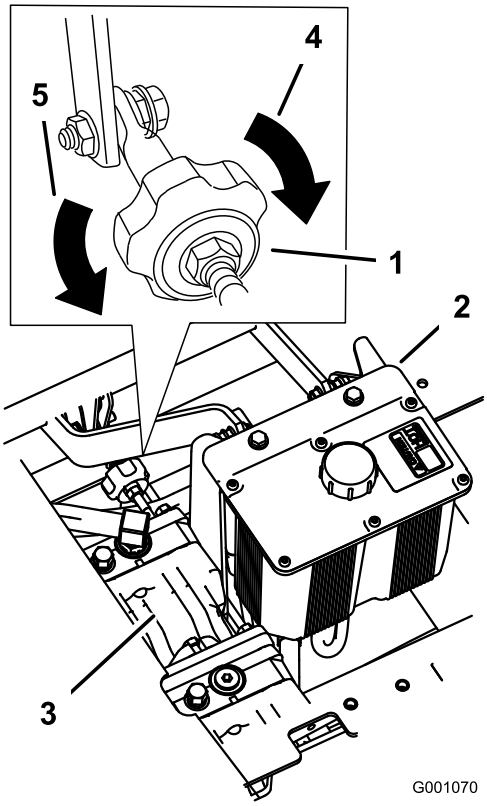

**Figuur 73**
2. U stelt de lengte van de pompstang af door de knop in de juiste richting te draaien, totdat de het wiel stil staat of iets achteruit kruipt (Figuur 73).